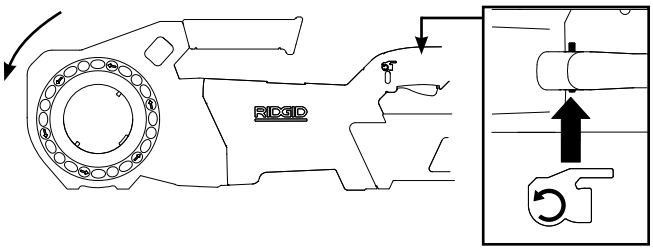

Figure 5B – REVERSE (Counter-Clockwise) Switch Position
- Repeat the process for the Reverse operation *(see Figure 5B)*. If the power drive does not rotate in the correct direction, or the ON/OFF switch does not control the machine operation, do not use the machine until it has been repaired.